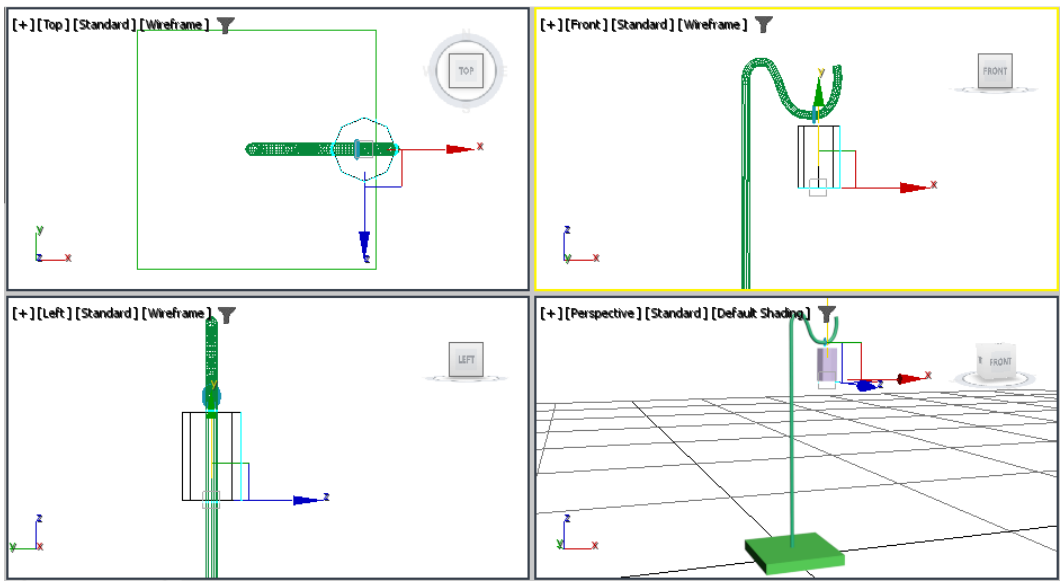

Figure 5-30 *The lamp holder aligned in all viewports*
4. Set the value **1.2** in the **Amount** spinner of the **Parameters** rollout and press the ENTER key; *lamp holder* is extruded. Next, align it in all viewports, as shown in Figure 5-30.